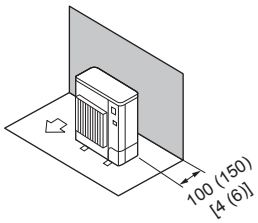

Fig. 2-6
① Obstacles uniquement à l'arrière (Fig. 2-6)